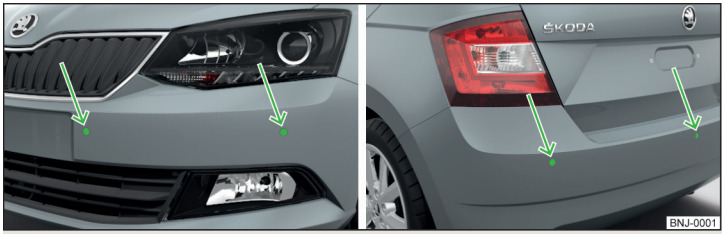

Fig. 124 **Location of the sensors: front / rear**
- Keep the system sensors » Fig. 124 *on page 117* clean, snow-and ice-free and do not cover with any objects of any kind, otherwise the system functioning may be impaired.
The system uses ultrasound waves to calculate the distance between the bumper and an obstacle. The ultrasonic sensors are, depending on vehicle equipment,, located in the back or in the front bumper » Fig. 124.